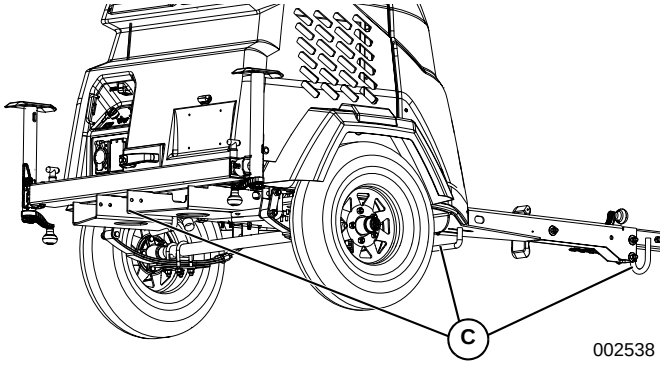

Figure 3-67. Tie-Down Points
See ***Figure 3-67***. Use the tie-down points (C) as shown.